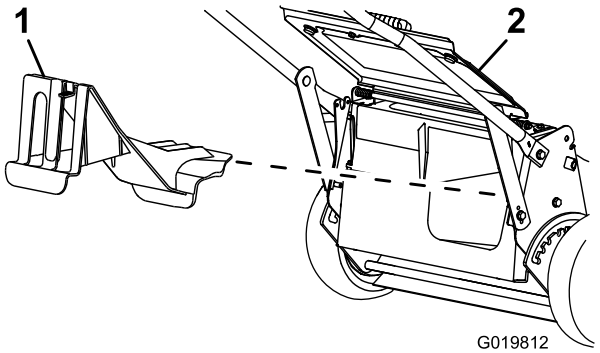

Figuur 18
- Als de afsluiter van de achteruitworp niet aan de machine is bevestigd, neem deze dan vast bij de handgreep, til de afvoergeleider aan de achterzijde op, en breng de afsluiter in het achteruitworpkanaal tot de vergrendeling op zijn plaats valt; zie Figuur 18.
2. Verwijder de afsluiter van het achteruitwerpkanaal door de vergrendeling met uw duim naar beneden te drukken en de afsluiter uit de machine te trekken (Figuur 18).